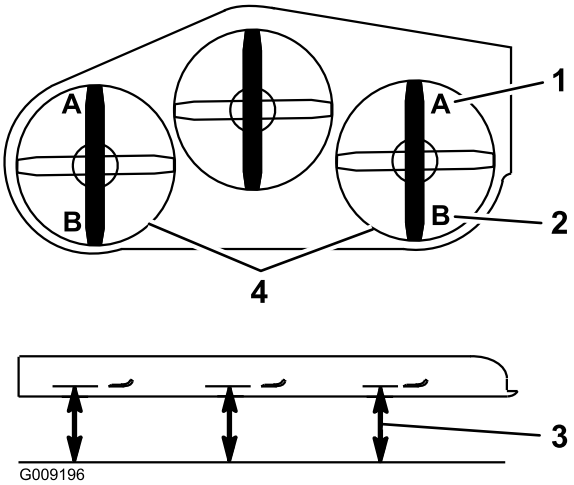

Figur 85
9. Mät från den plana ytan till knivens främre egg på däckets båda sidor (position A). Avståndet ska vara 7,6 cm (Figur 85).
15. Mät från den plana ytan till den bakre knivspetsen på däckets båda sidor (position B). Avståndet ska vara 8,3 cm (Figur 85).